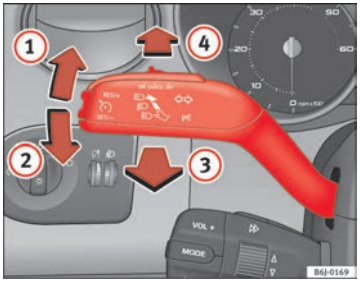

Fig. 56 Turn signal and main beam headlight lever
– Move the lever all the way up ⇒ fig. 56 (1) to indicate **right**, and all the way down (2) to indicate **left**.
– Press the lever forward ⇒ fig. 56 (4) to switch on the main beams.